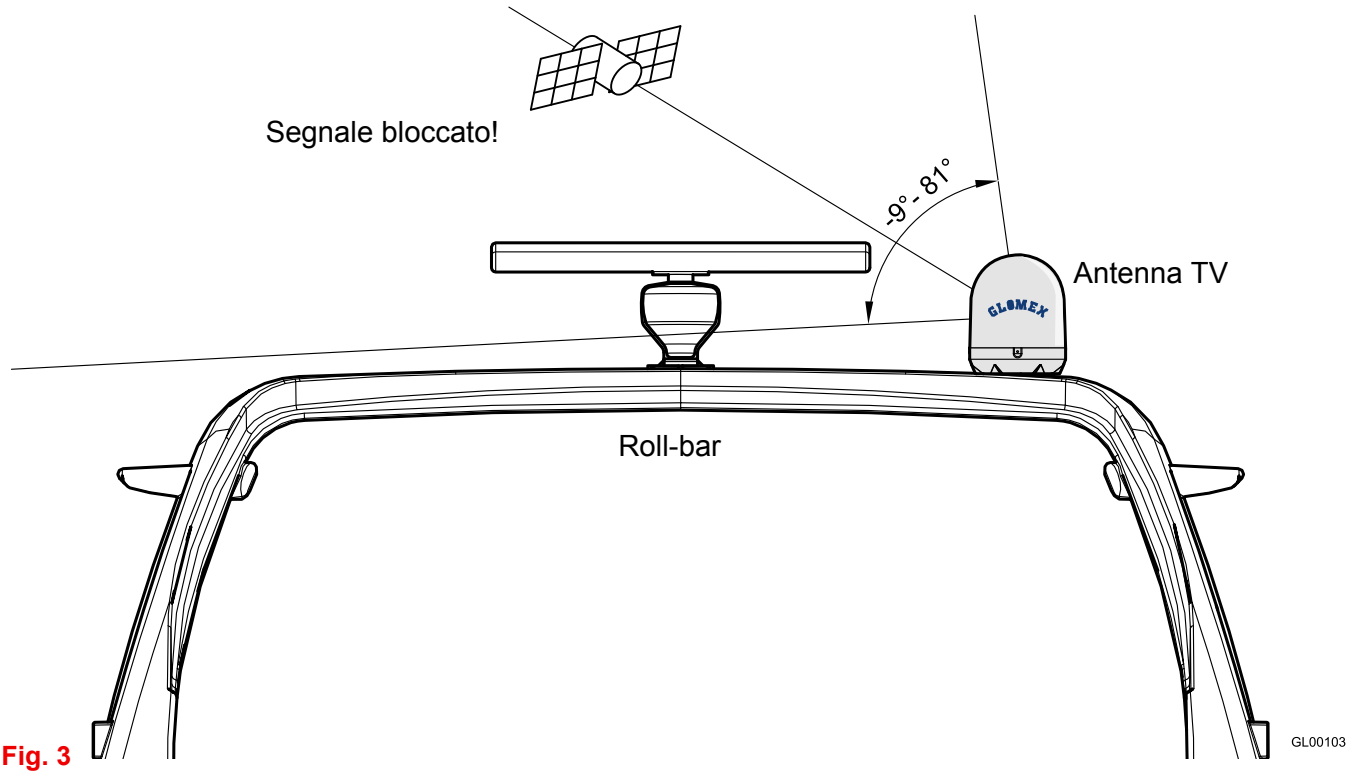

Fig. 3
- l'antenna richiede un angolo di elevazione compreso tra -9° e 81° per ricevere i segnali dal satellite (Fig. 3).